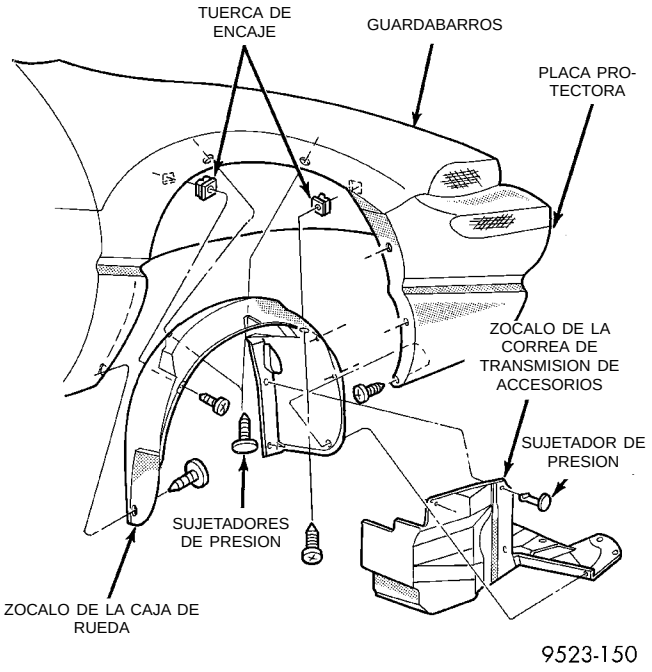
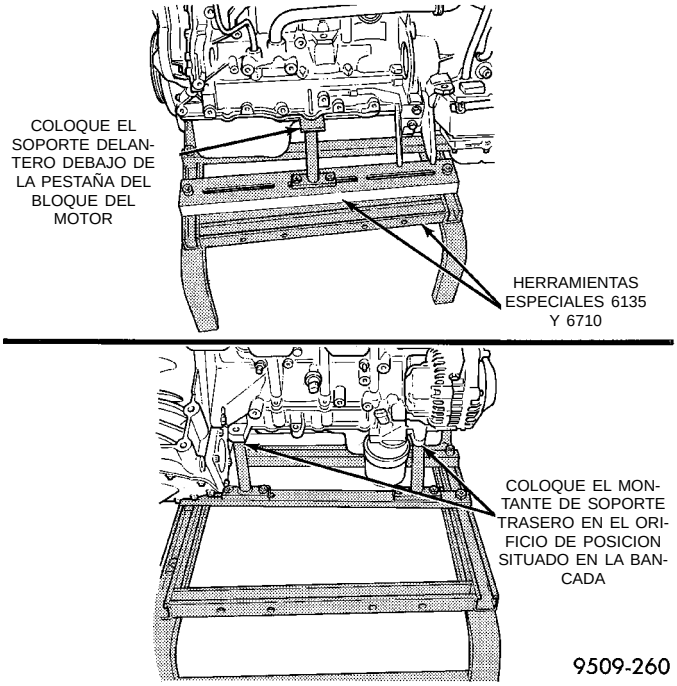

Fig. 17 Zócalo interno derecho
Fig. 18 Emplazamiento de los soportes de montantes del armazón del motor
(6) Desconecte los tubos y el tapón de la transmisión automática, si está instalada.
(7) Desconecte el cable del embrague (manual) y la articulación de la palanca de cambios de la transmisión.
(8) Desconecte la articulación del cuerpo de la mariposa.
(9) Desconecte el mazo de cableado del motor.
(10) Desconecte las mangueras del calefactor.
(11) Descargue el Sistema de aire acondicionado. Para informarse del procedimiento, consulte el Grupo 24, Calefacción y aire acondicionado.
(12) Eleve el vehículo y retire el zócalo interno derecho (Fig. 17).
(13) Retire las correas de transmisión de accesorios. Para informarse del procedimiento, consulte el Grupo 7, Sistema de refrigeración.
(14) Retire los semiejes. Para informarse del procedimiento, consulte el Grupo 2, Suspensión y eje de transmisión.
(15) Desconecte del múltiple, el tubo de escape.
(16) Retire de la carrocería, la ménsula.
(17) Transmisión manual: Retire el amortiguador de salidas al arrancar.
(18) Baje el vehículo. Retire el conjunto de depurador de aire.
(19) Retire la bomba y depósito de la dirección asistida. Colóquelos aparte.
(20) Retire el compresor de A/A.
(21) Retire las tiras de masa de la carrocería.
(22) Eleve el vehículo lo suficiente como para permitir la instalación de la plataforma rodante y el armazón, Herramientas especiales 6135 y 6710, debajo del vehículo.
(23) Afloje los montantes de soporte del motor para permitir el movimiento necesario para el emplazamiento en los orificios de posición y la pestaña sobre la bancada del motor. Baje el vehículo y emplace el armazón de modo que el motor se apoye sobre los montantes de soporte (Fig. 18). Apriete los soportes en el bastidor del armazón. Esto evitará que los montantes de soporte se muevan cuando retire o instale el motor y la transmisión.
(24) Instale correas de seguridad alrededor del motor para asegurarlo al armazón; ate y ciérrelas en esa posición.
(25) Eleve lo suficiente el vehículo de modo que pueda ver si las correas están bien ajustadas y sostienen el conjunto del armazón con el motor.
(26) Baje el vehículo de modo que el peso del motor y la transmisión SOLO se deposite en el conjunto del armazón.
(27) Retire los pernos pasantes del soporte del motor y de la transmisión.
(28) Eleve lentamente el vehículo. Tal vez sea necesario mover el conjunto de motor/transmisión sobre el armazón, para permitir el desmontaje alrededor de las pestañas de la carrocería.